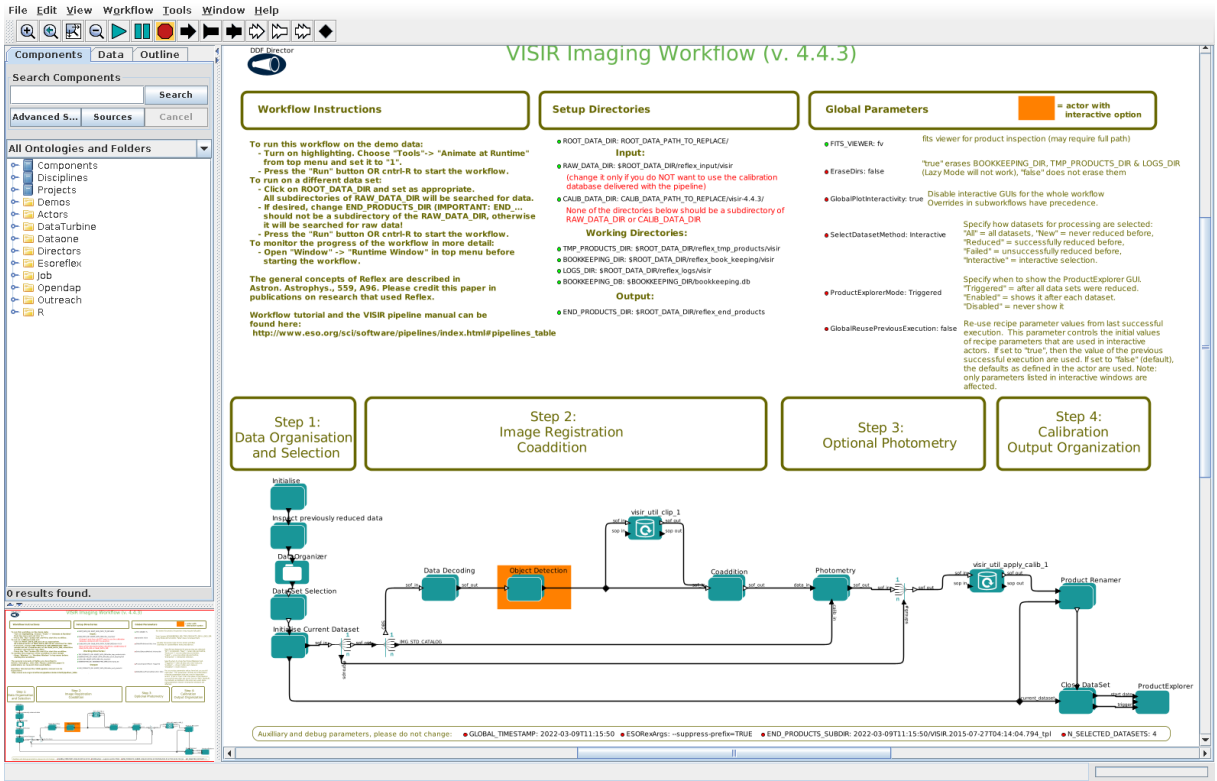

Figure 5.0.2: *VISIR imaging workflow. Newer versions may differ slightly.*
2. Load the xml file containing the workflow by clicking on `File => Open File`; a pop-up browser window will appear; select sub-dir `visir-4.4.5` (here and later the version numbers may differ), then one of the VISIR workflows (e.g. `visir_img.xml`, `visir_spc.xml`, or `visir_ech.xml`) and press `Open`. The corresponding workflow will appear (see Figs. 5.0.2 and 5.0.3 for examples) after a few seconds. If the window is re-sized, it is advisable to press the `Zoom Fit` button (or press simultaneously Ctrl/Shift/– on the keyboard), so the entire workflow is visible (use Ctrl/+ or Ctrl/– to zoom in or out).